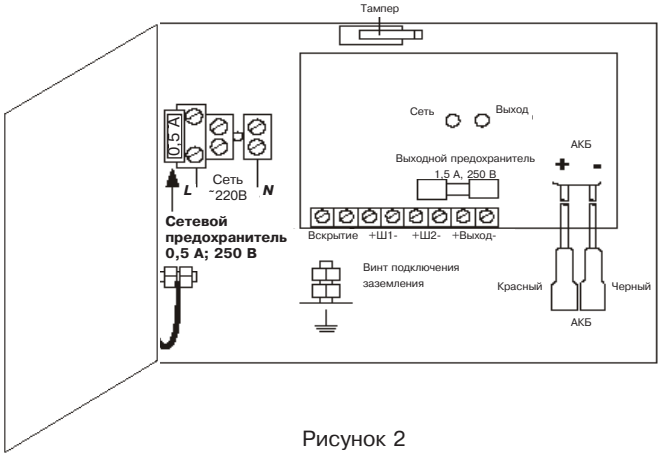

Рисунок 2
- устанавливать вместо предохранителей (вставок плавких) перемычки или предохранители не соответствующие указанным на схеме (рис.2) номиналам;